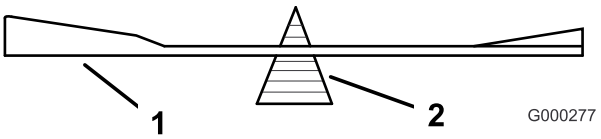
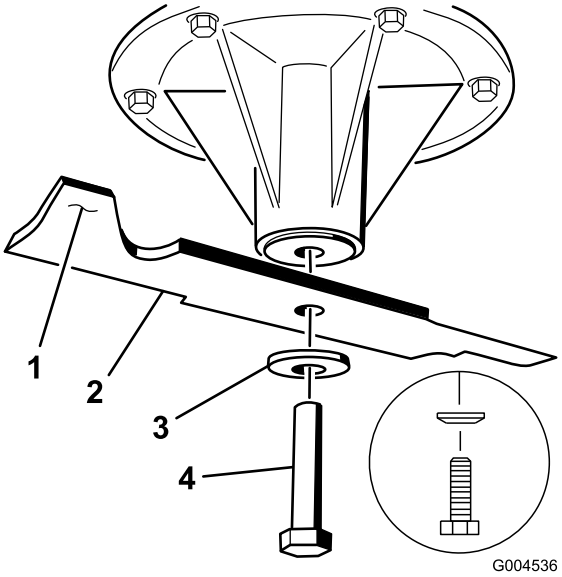

Figuur 87
Figuur 88
2. Verwijder de mesbout, de klemring en het mes van de spilas (Figuur 88).
2. Controleer de balans van het mes met een mesbalans (Figuur 87). Als het mes horizontaal blijft, is het in balans en geschikt voor gebruik. Als het mes niet in balans is, moet u wat metaal afvijlen van het uiteinde van de vleugel (Figuur 88). Herhaal dit indien nodig totdat het mes in balans is.
1. Monteer het mes op de as (Figuur 88).
2. Monteer de klemring en de mesbout. De conus van de klemring moet worden gemonteerd op de boutkop (Figuur 88). Draai de mesbout vast met een torsie van 115–150 Nm.